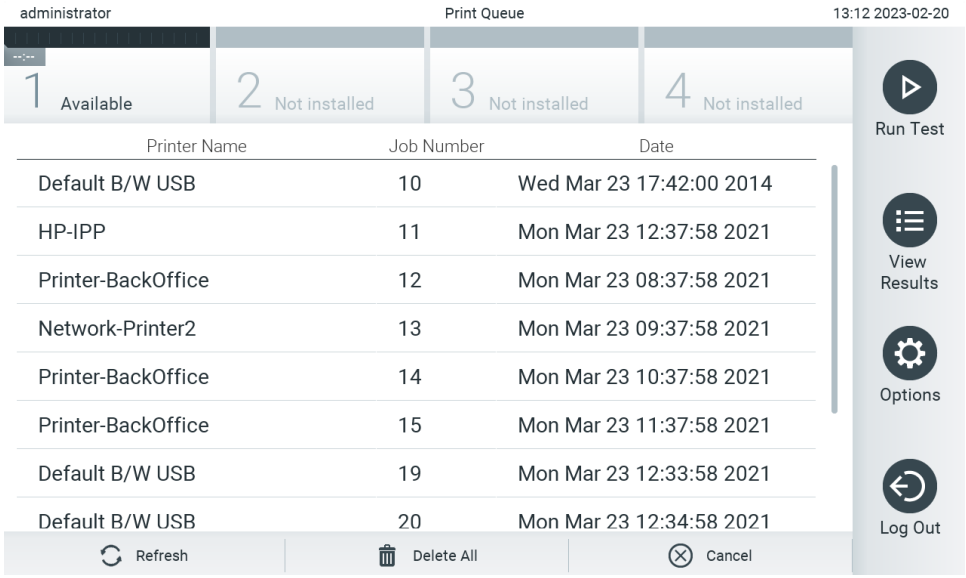

Figura 75. Cola de impresión.
Los usuarios con derechos para eliminar trabajos de impresión pueden hacerlo para despejar la cola. De este modo, se evita que se impriman todos los informes en cola. Para ello, pulse la opción **Delete All** (Eliminar todo), situada en la parte inferior de la página (Figura 75).
2. Pulse el botón de conmutación **Enable EC** (Habilitar EC) para activar la función (Figura 75).